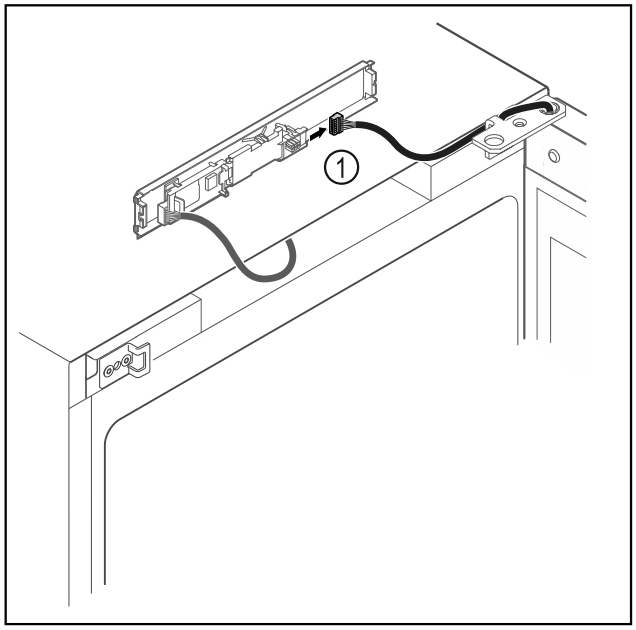

Fig. 8
▶ Отсоедините штекер *Fig. 8 (1)* от панели.